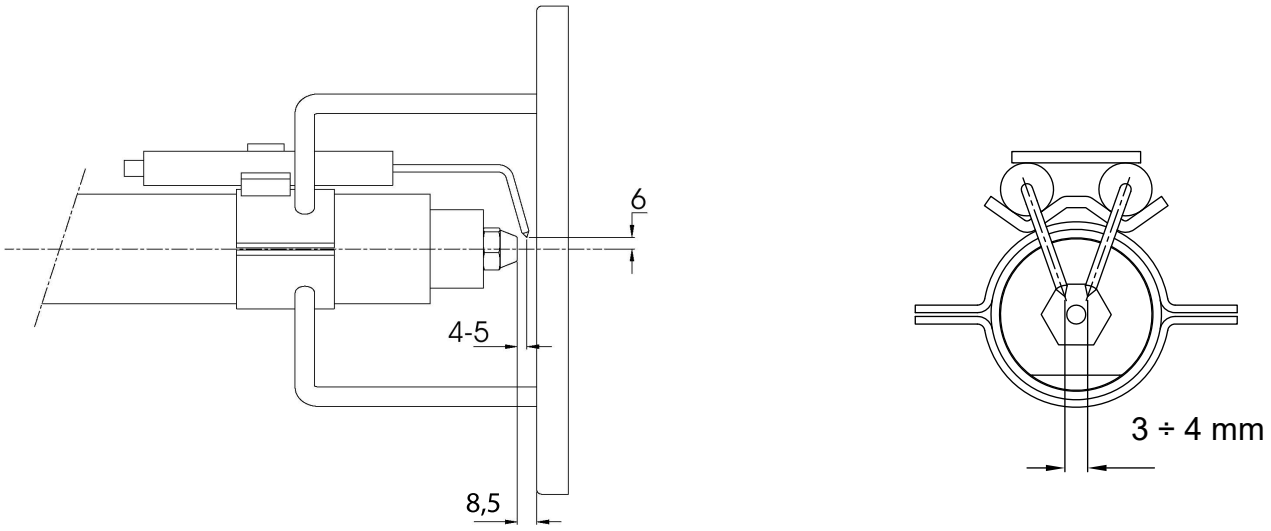

Рис. 21
В целях обеспечения хорошего процесса горения, необходимо, чтобы были выдержаны размеры, указанные в Рис. 21.
5) вынуть электрод и заменить его, выдерживая размеры, указанные на Рис. 21.